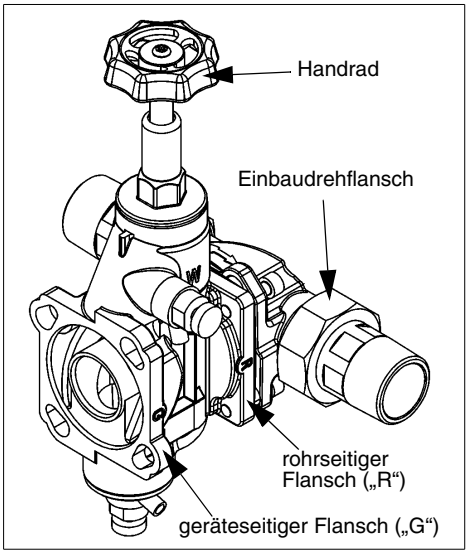

Abb. 8: Umgehungsventil (JQX)
– Das Umgehungsventil auf der mit dem eingegossenen Buchstaben „R“ (Rohr) gekennzeichneten Flanschseite mit dem Einbaudrehflansch durch Einrasten des Bajonetts verbinden (siehe Abb. 8).